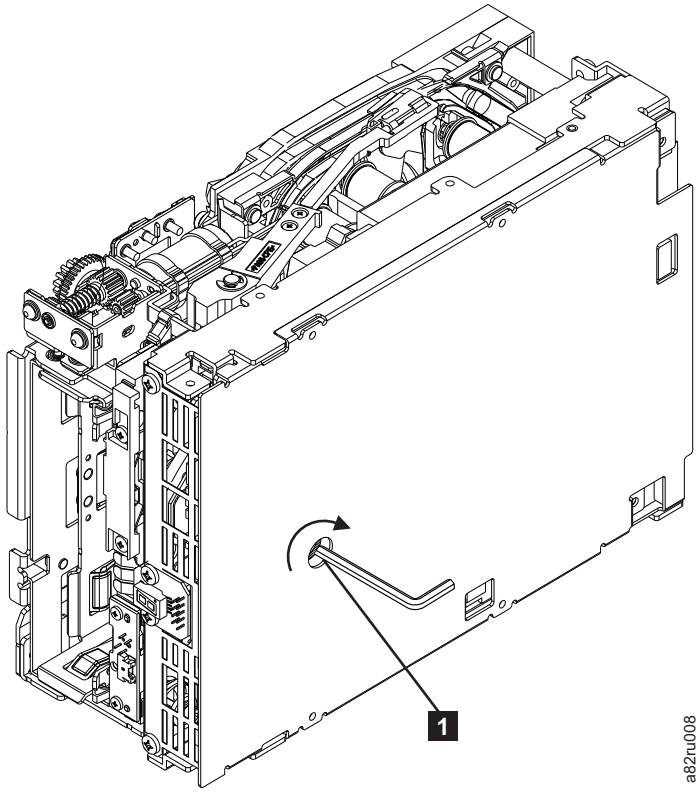

Figure 7-151. Using hex wrench to rewind tape into cartridge
Note: Be sure to keep tension on the tape as the LBA is drawn into the cartridge by using a hex wrench (1) in Figure 7-151.